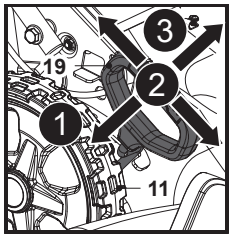

Rys. 11
1. Pociągnąć za dźwignię regulacji wysokości koszenia (19) w kierunku koła tylnego (11) (rys. 11, krok 1).
2. Przesunąć dźwignię (19) do przodu lub do tyłu, aby wyregulować wysokość koszenia (rys. 11, krok 2).
3. Zwolnić dźwignię (19) i sprawdzić, czy jest dobrze osadzona w szczelinie (rys. 11, krok 3).